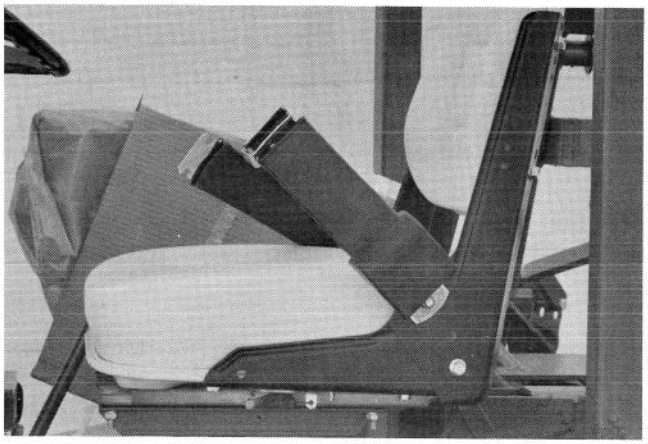

Figure 7
5. Attach the seat belt to the seat frame as shown in Figure 7. The extendible half of the belt can be attached to either side, whichever is more convenient.
11. Remove the old seat and suspension. Install the new seat and suspension as shown in Figure 7.